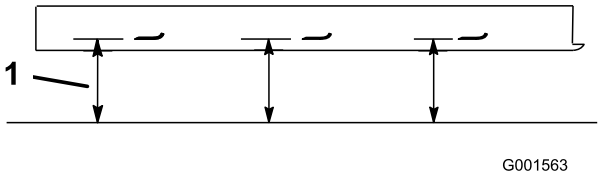

Figura 56
2. Mida desde una superficie nivelada hasta el filo de corte, posición A, de las cuchillas (Figura 56). Anote esta dimensión.